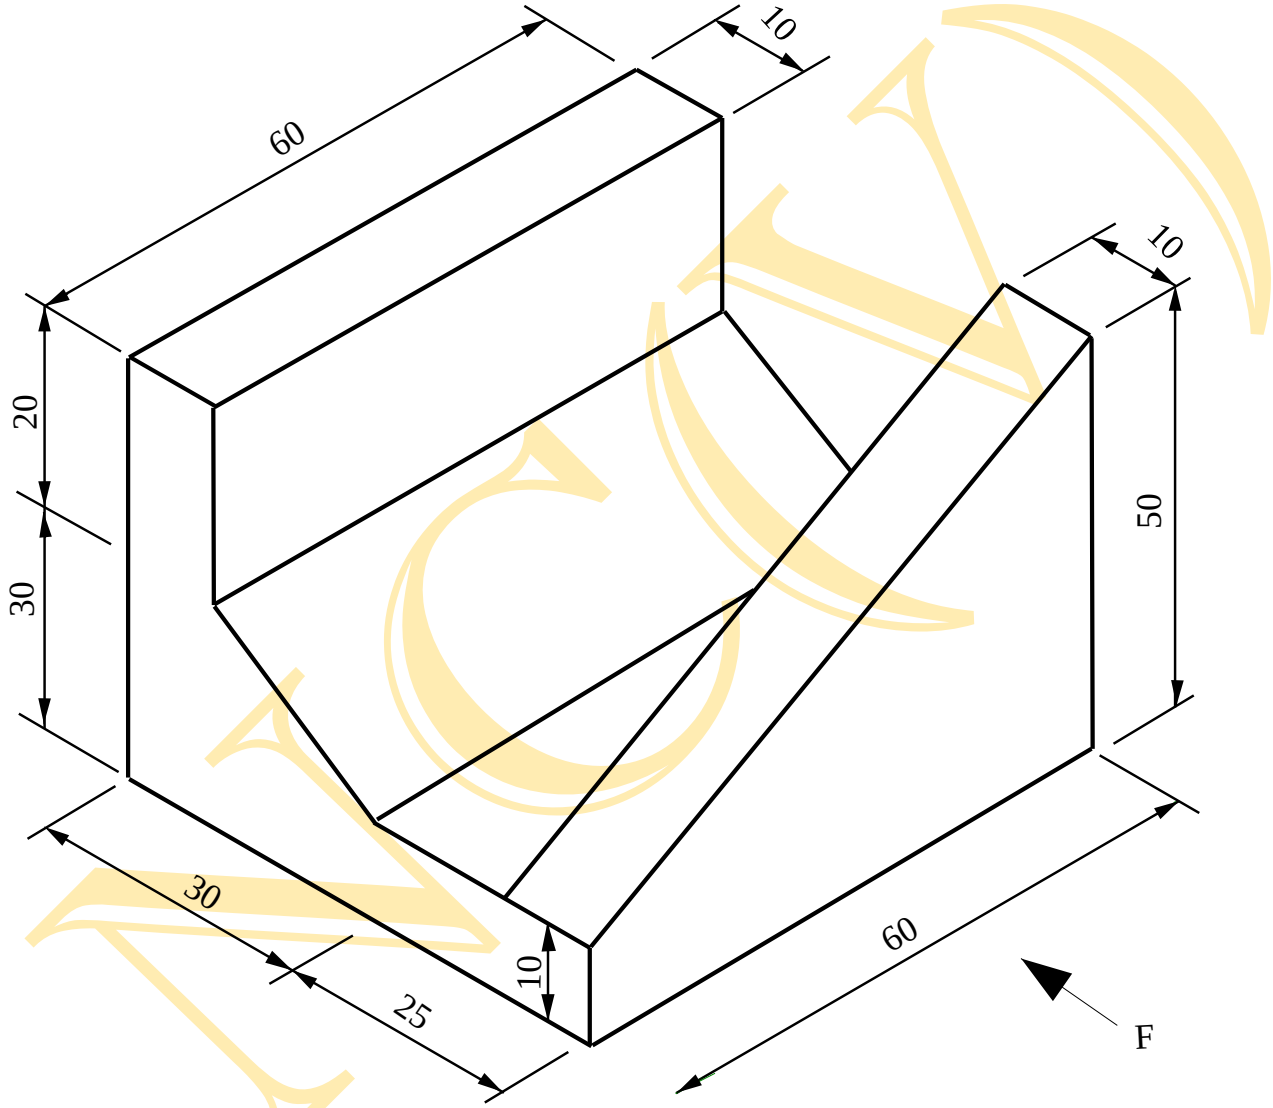

FIGURE 1
2.1 FIGURE 1, DIAGRAM SHEET 1 shows a pictorial view of a shaped figure.